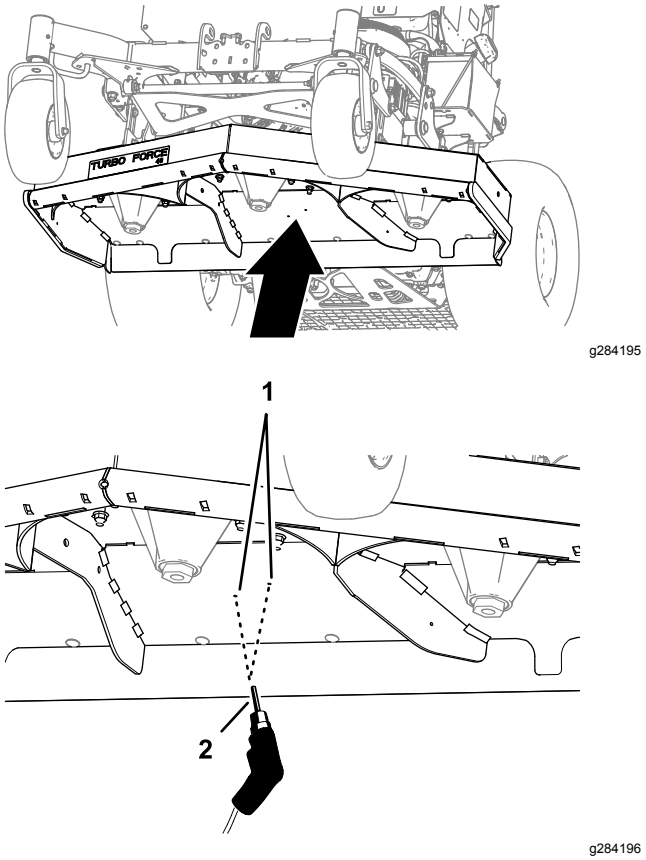

Figure 9
1. At the bottom of the mower deck, drill the 2 pilot holes in the deck with an 8 mm (5/16 inch) drill bit as shown in Figure 9.